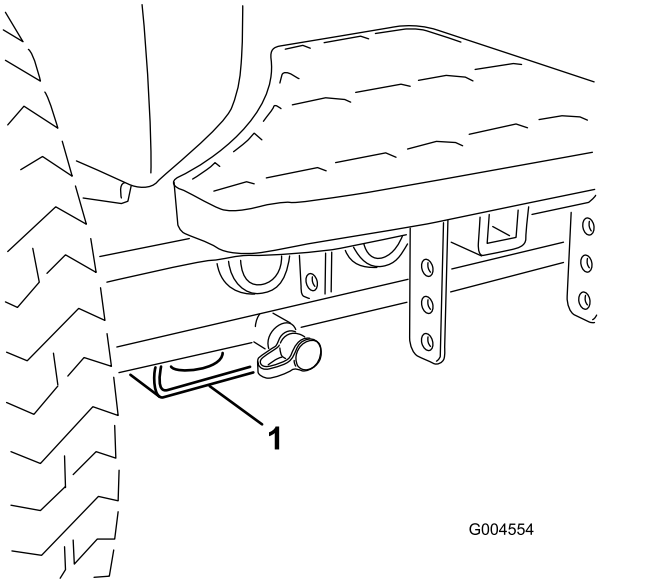

Figuur 57
- Voor – rechthoekig blok, onder de asbuis, aan de binnenzijde van beide voorwielen (Figuur 57).